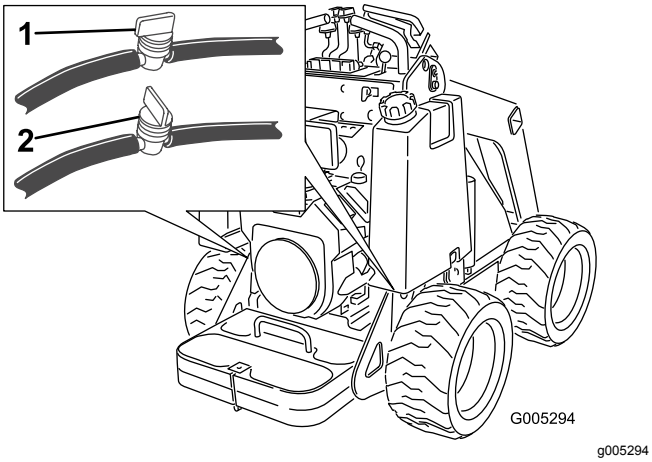

Rysunek 30
3. Zamknij zawór paliwa na dnie każdego zbiornika paliwa (Rysunek 30).
3. Zamknij zawór paliwa w przewodzie blisko dna zbiornika(ów) paliwa jak pokazano na Rysunek 30.
8. Otwórz zawór(ory) paliwa w przewodzie(ach) blisko dna zbiornika(ów) paliwa jak pokazano na Rysunek 30.